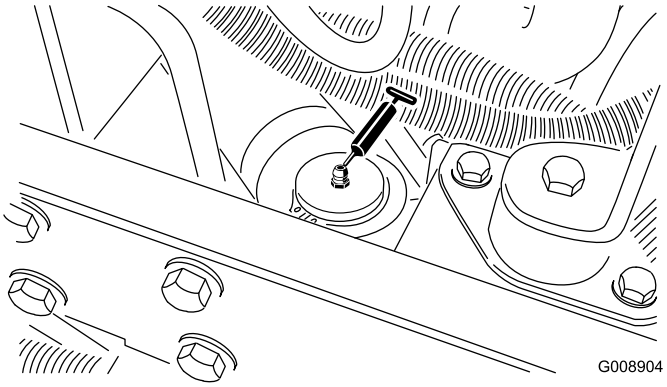

**Figur 57**
- Styretøjscylinder (Figur 57).